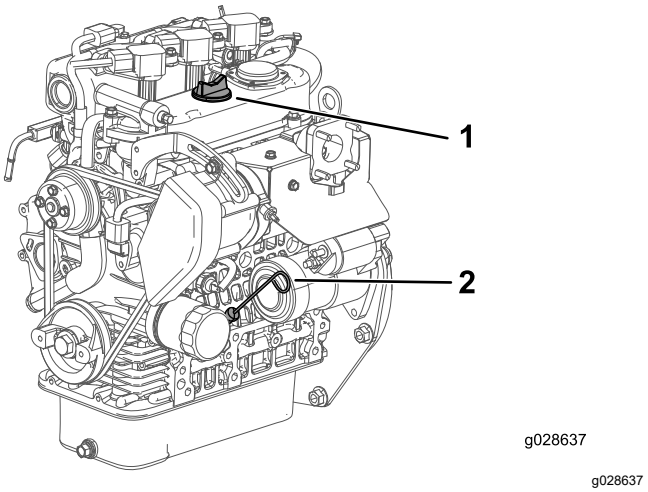

**Figuur 15**
2. Verwijder de peilstok (Figuur 15) en veeg deze af met een schone doek.
3. Steek de peilstok in de buis. Let erop dat de peilstok er volledig in schuift (Figuur 15).
4. Haal de peilstok eruit en controleer het oliepeil (Figuur 15).
5. Als het oliepeil te laag is, moet u de vuldop (Figuur 15) losdraaien en voldoende olie bijvullen totdat het peil de Vol-markering op de peilstok bereikt.
6. Plaats de peilstok weer stevig op zijn plaats (Figuur 15).